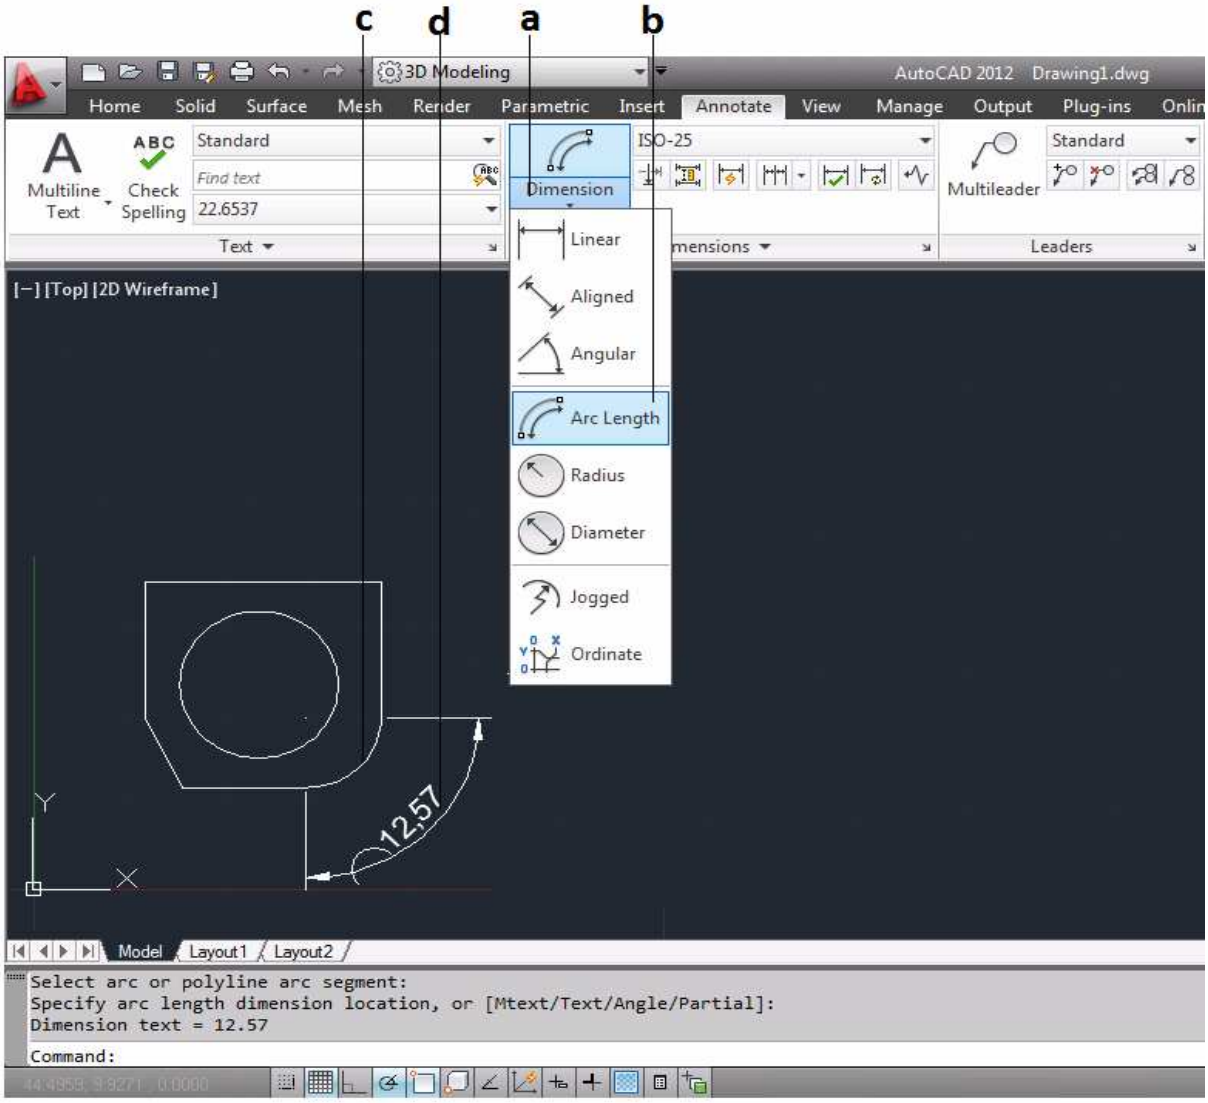

Figura 3.68 Acotado "Longitu de Arco"
a. Se da clic sobre el icono Dimensión [Dimension] para desplegar la lista de tipos de Cotas *(figura 3.68)*.
b. Se selecciona la herramienta Longitud de Arco [Arc Lenght] de la lista de tipo de cotas *(figura 3.68).*
c. Se selecciona el arco a acotar *(figura 3.68).*
d. Con el puntero se indica donde se localizara la cota *(figura 3.68).*